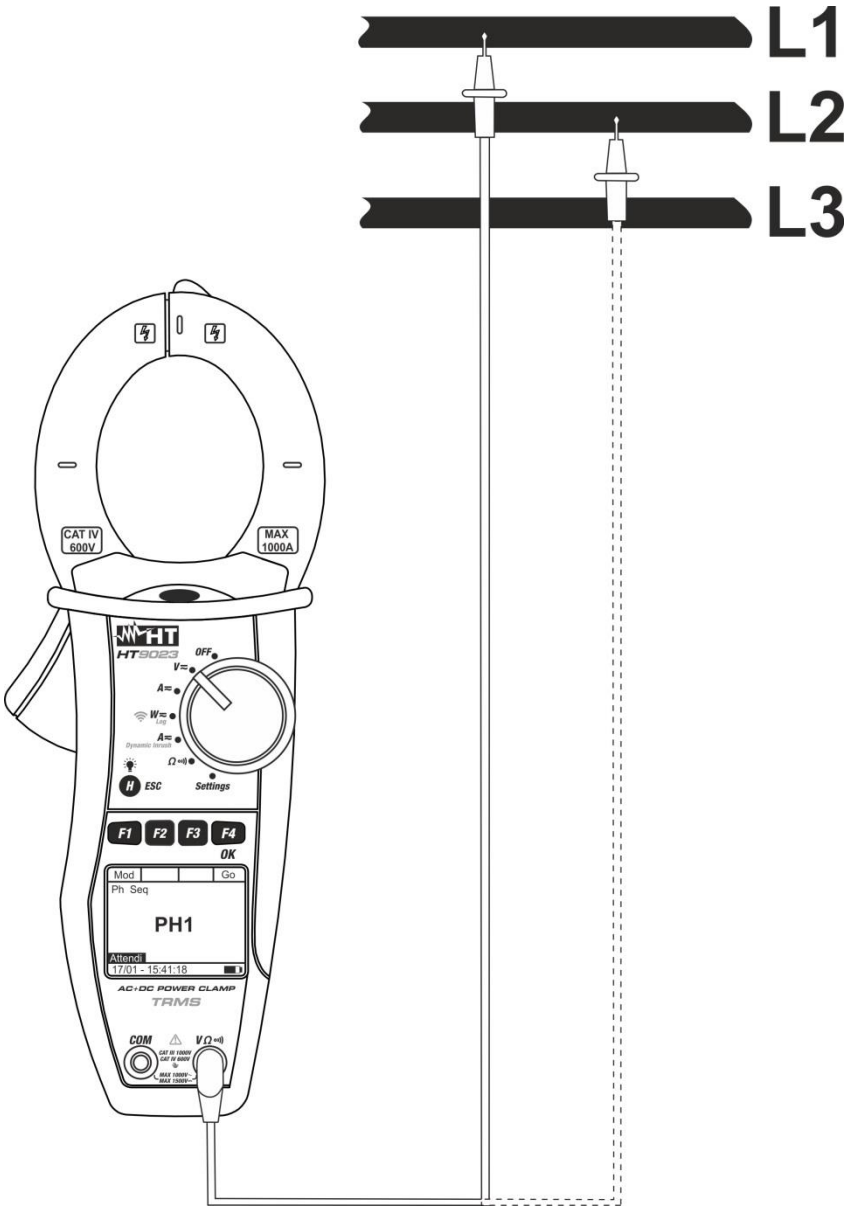

Fig. 7: Verificação da sequência das fases
4. Inserir o cabo vermelho no terminal de entrada **VΩ•))** e colocar as ponteiras na fase L1 do circuito em exame (ver Fig. 7)
7. O instrumento mostra a mensagem "**PH2**" e aguarda pela deteção da fase L2. Conectar a ponteira vermelha à fase L2 (ver Fig. 7)